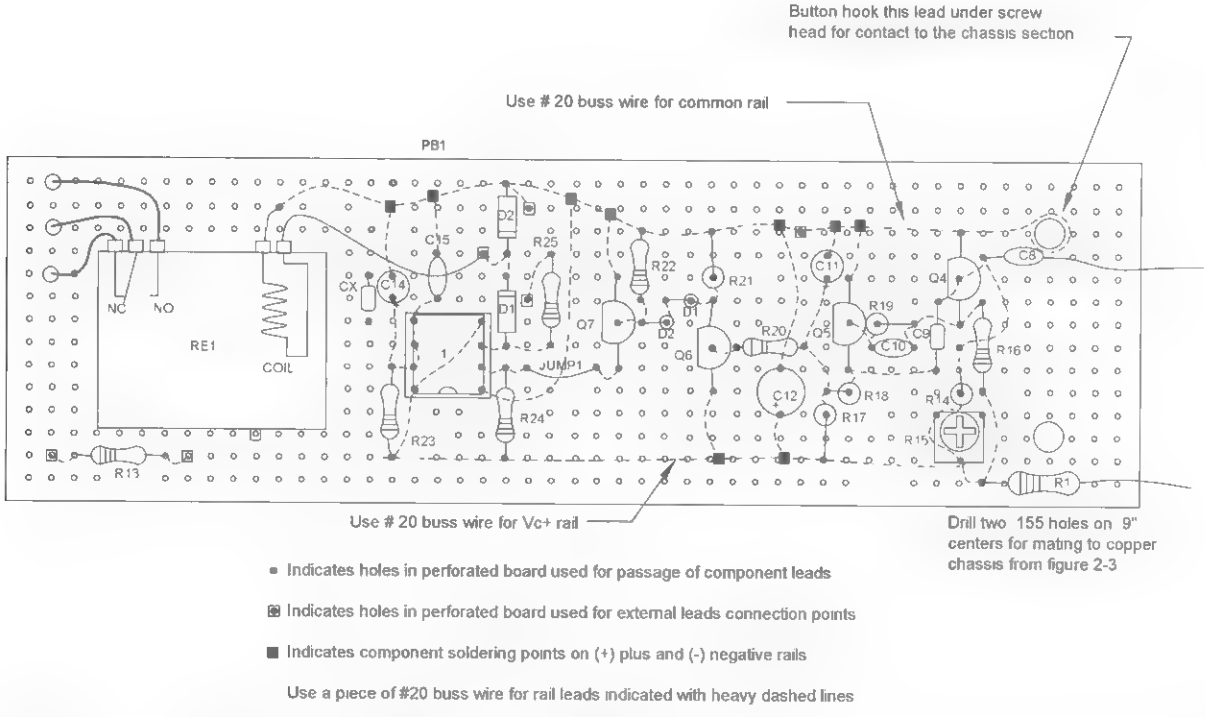

Figure 2-3 *Assembly board parts identification*
1. Assemble the board, as shown in Figure 2-3. Lay out and identify all the parts and pieces. Separate the components that go to the assembly board and create the PB1 perfboard from a 1½ × 5½-inch piece of .1 × .1 grid. Note the two holes for attachment to the copper chassis section.
3. Connect the components using their actual leads wherever possible. Follow the layout and avoid bare-wire bridges. Note that Figure 2-3 shows pieces of #20 bus lead used as VC+ and COMMON rails. This approach is easier for wiring as it gives a direct route for the component leads.